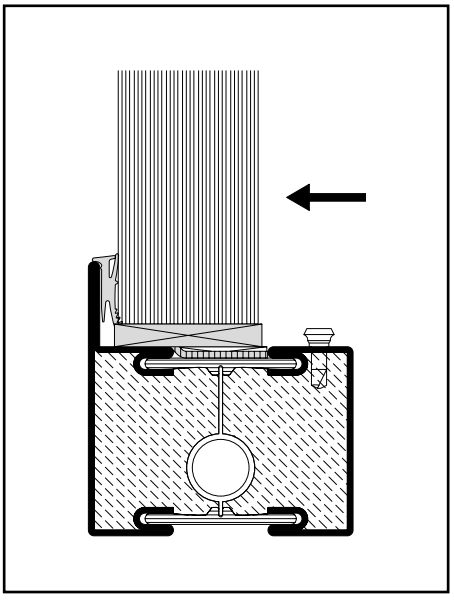

Abb. 15 / Fig. 15 / Fig. 15
– Glaselement einsetzen, in Richtung Anlagedichtung drücken und verklotzen (Abb. 15).
– Poser le vitrage en pressant en direction du joint et le caler (fig. 15)
– Insert the glazing element, press in the direction of the glass contact weatherstrip and insert pads (fig. 15).